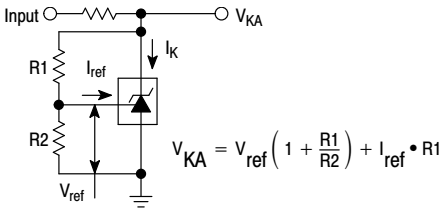

Figure 2. Test Circuit for $V_{KA} > V_{ref}$
3. The dynamic impedance Z_{KA} is defined as: $\lvert Z_{KA} \rvert = \frac{\Delta V_{KA}}{\Delta I_K}$. When the device is programmed with two external resistors, R1 and R2, (refer to Figure 2) the total dynamic impedance of the circuit is defined as: $\lvert Z_{KA}' \rvert \approx \lvert Z_{KA} \rvert \left(1 + \frac{R1}{R2}\right)$
6. The dynamic impedance Z_{KA} is defined as $\lvert Z_{KA} \rvert = \frac{\Delta V_{KA}}{\Delta I_K}$ When the device is programmed with two external resistors, R1 and R2, (refer to Figure 2) the total dynamic impedance of the circuit is defined as: $\lvert Z_{KA}' \rvert \approx \lvert Z_{KA} \rvert \left(1 + \frac{R1}{R2}\right)$